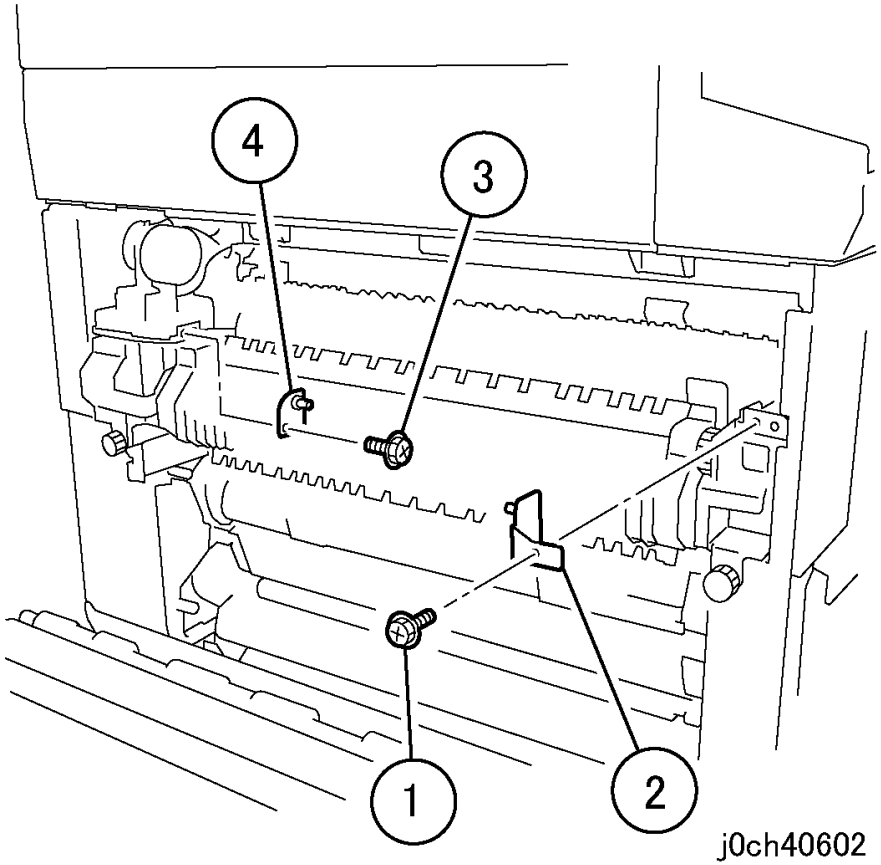

Рисунок 4 Снятие стопоров (x2) (j0ch40602)
7. Снимите стопоры (x2) (рисунок 4).